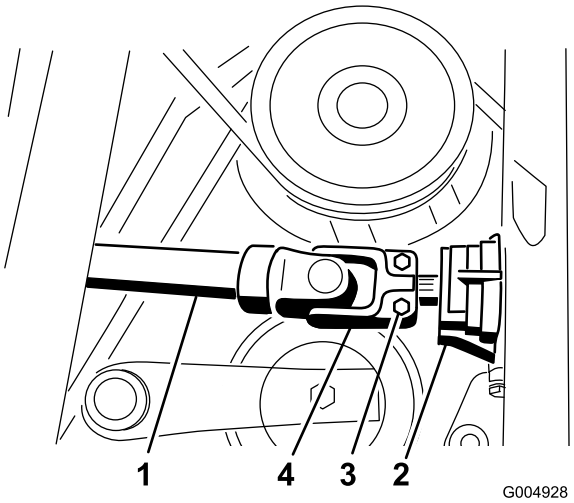

Figur 99
14. Fjern valsetappen, og løsn de 2 maskinskruer, der fastgør drivakslen til gearkasseakslen (Figur 99).